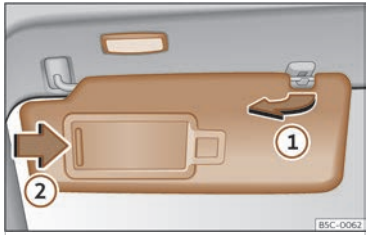

**Fig. 102** Sun visor
- The sun visor can be pulled out of its mounting and turned towards the door ››› **Fig. 102** ①.